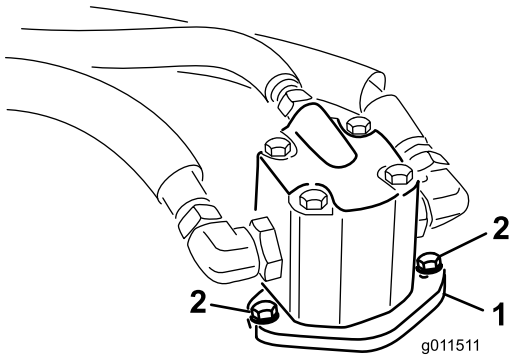

Figuur 71
4. Verwijder de bouten waarmee de hydraulische motor is bevestigd aan het maaidek (Figuur 71). Haal de motor uit het maaidek en leg deze boven op het maaidek.